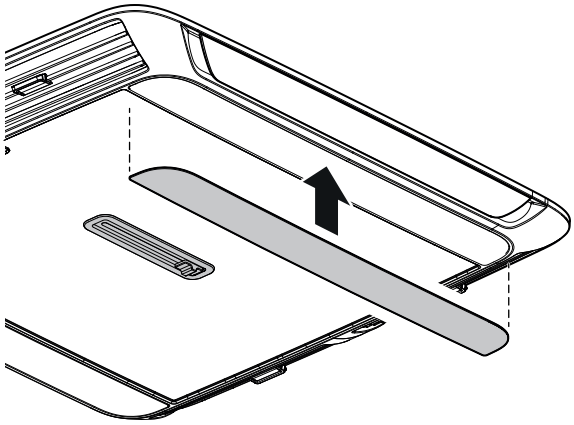

Fig. 27
► Attach both panels to the bottom of the air distributor (Fig. 27).